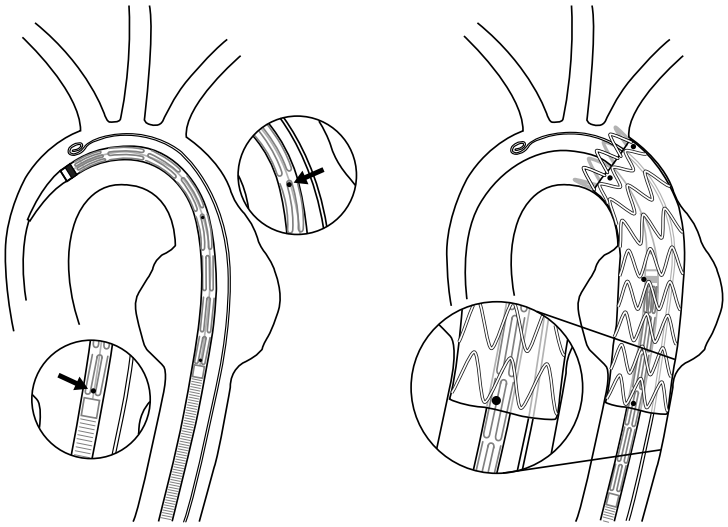
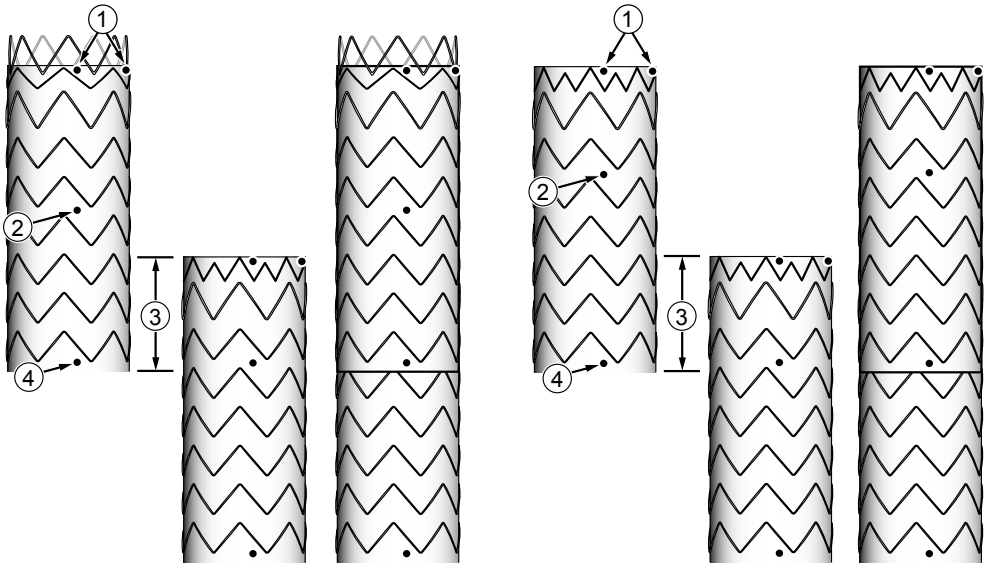
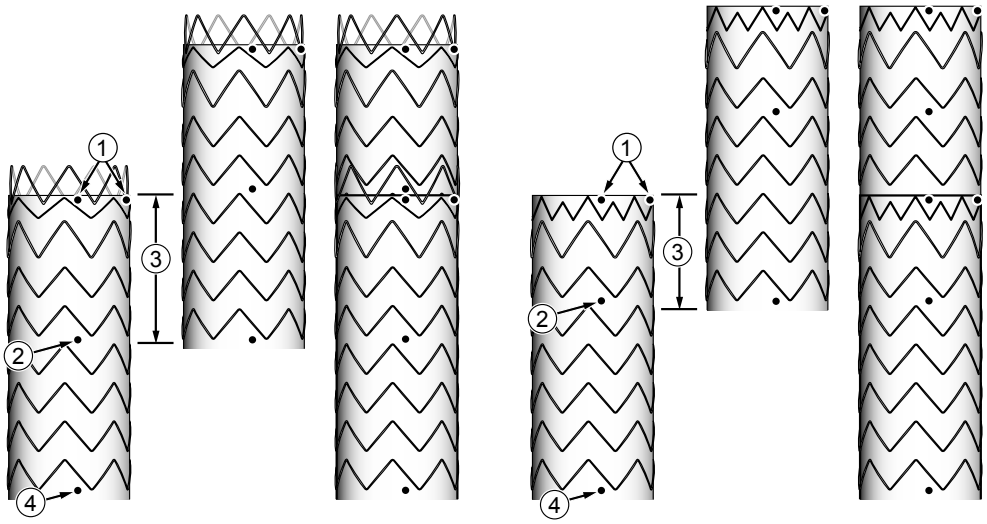

Figura 6. Conferma della posizione dell'endoprotesi
Figura 12. Allineamento delle sezioni aggiuntive (prima protesi impiantata in posizione prossimale)
Figura 13. Allineamento delle sezioni aggiuntive (prima protesi impiantata in posizione distale)
2. Durante il posizionamento dell'endoprotesi, verificare che i marker radiopachi prossimali si trovino nel punto desiderato (figura 6). Verificare il posizionamento dell'estremità distale assicurandosi che i marker distali si trovino nel punto desiderato. È possibile impiantare endoprotesi aggiuntive per estendere la lunghezza della copertura ed escludere la lesione. Per maggiori informazioni, fare riferimento alla Sezione 9.11 (Impianto di configurazioni aggiuntive).
4. Fare riferimento alla Sezione 9.6 (Conferma della posizione dell'endoprotesi). Verificare radiograficamente che il marker distale sulla protesi prossimale sia allineato al marker centrale (localizzato fra il terzo e il quarto stent rivestito) sulla protesi distale per assicurare la distanza minima di sovrapposizione, tranne quando viene utilizzata un'endoprotesi con una lunghezza inferiore a 90 mm. Fare riferimento alla figura 6, alla figura 12 e alla figura 13. Inoltre, verificare che i marker posti sull'endoprotesi aggiuntiva indichino il posizionamento corretto delle estremità prossimale e distale dell'endoprotesi rivestita.